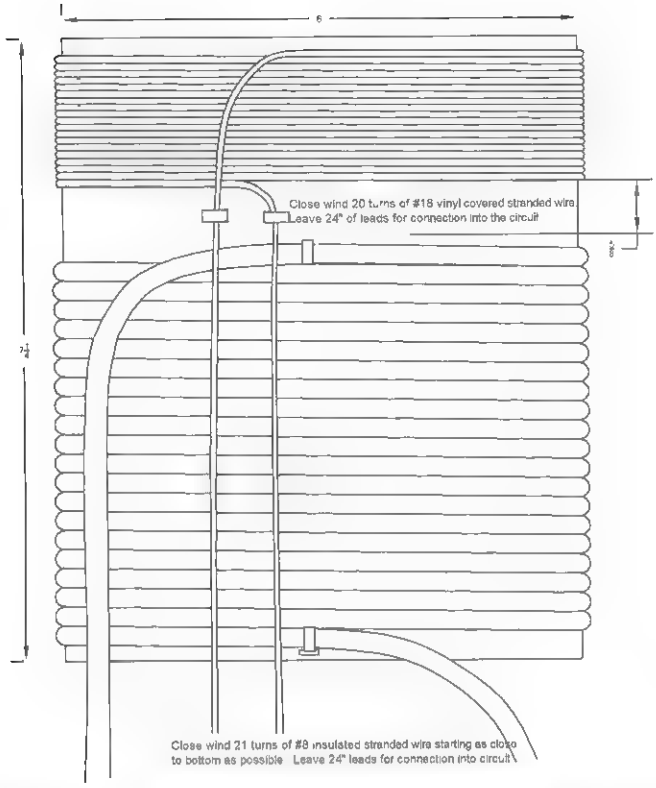

Figure 17-11 *Assembly of the primary coil*
9. Assemble the primary coil assembly, as shown in Figure 17-11. Start at the bottom and tightly wind the turns. Use tie wraps to secure the start and finish of this heavier 21 turns of the #8 stranded wire. You may want to place dabs of silicon rubber to secure them in place. Start